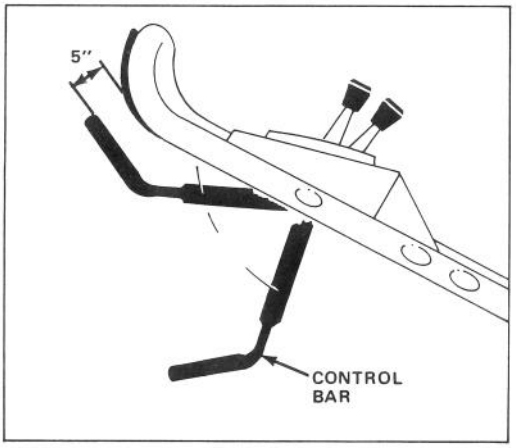

Figure 24
2. Push the control bar shown to the lowest position (Fig. 24). This "latches" the mechanism prior to engaging the blade.
6. Push the control bar down to its lowest position, latching the mechanism (Fig. 24).
7. Slowly lift the control bar to a point where the bag just begins to inflate (about 5" below the handle). This indicates that the mower blade is engaged and has begun to rotate (Fig. 24).